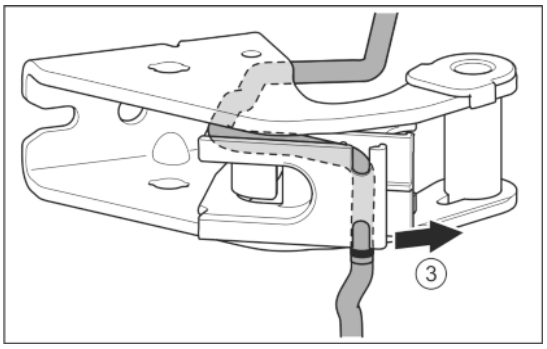

Fig. 26
- ▶ Kabel uit de geleiding losmaken. *Fig. 26 (3)*